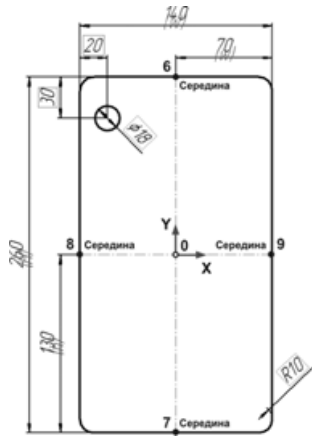

Рис. 5.117
- Нажмите кнопку **Отрезок** и постройте стилем линии **Осевая** два отрезка 6-7 и 8-9 (рис. 5.117). Начальные и конечные точки отрезков укажите с помощью привязки **Середина**. Завершите работу команды .